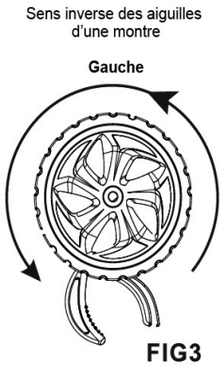

FIG3
2. Comme montré sur la fig. 3, tournez le volant de direction vers la droite 3 fois, les lumières clignotent en mode ambiant. Tournez le de nouveau 3 fois, pour passer en mode respiration et tournez le de nouveau 3 fois pour éteindre les lumières.